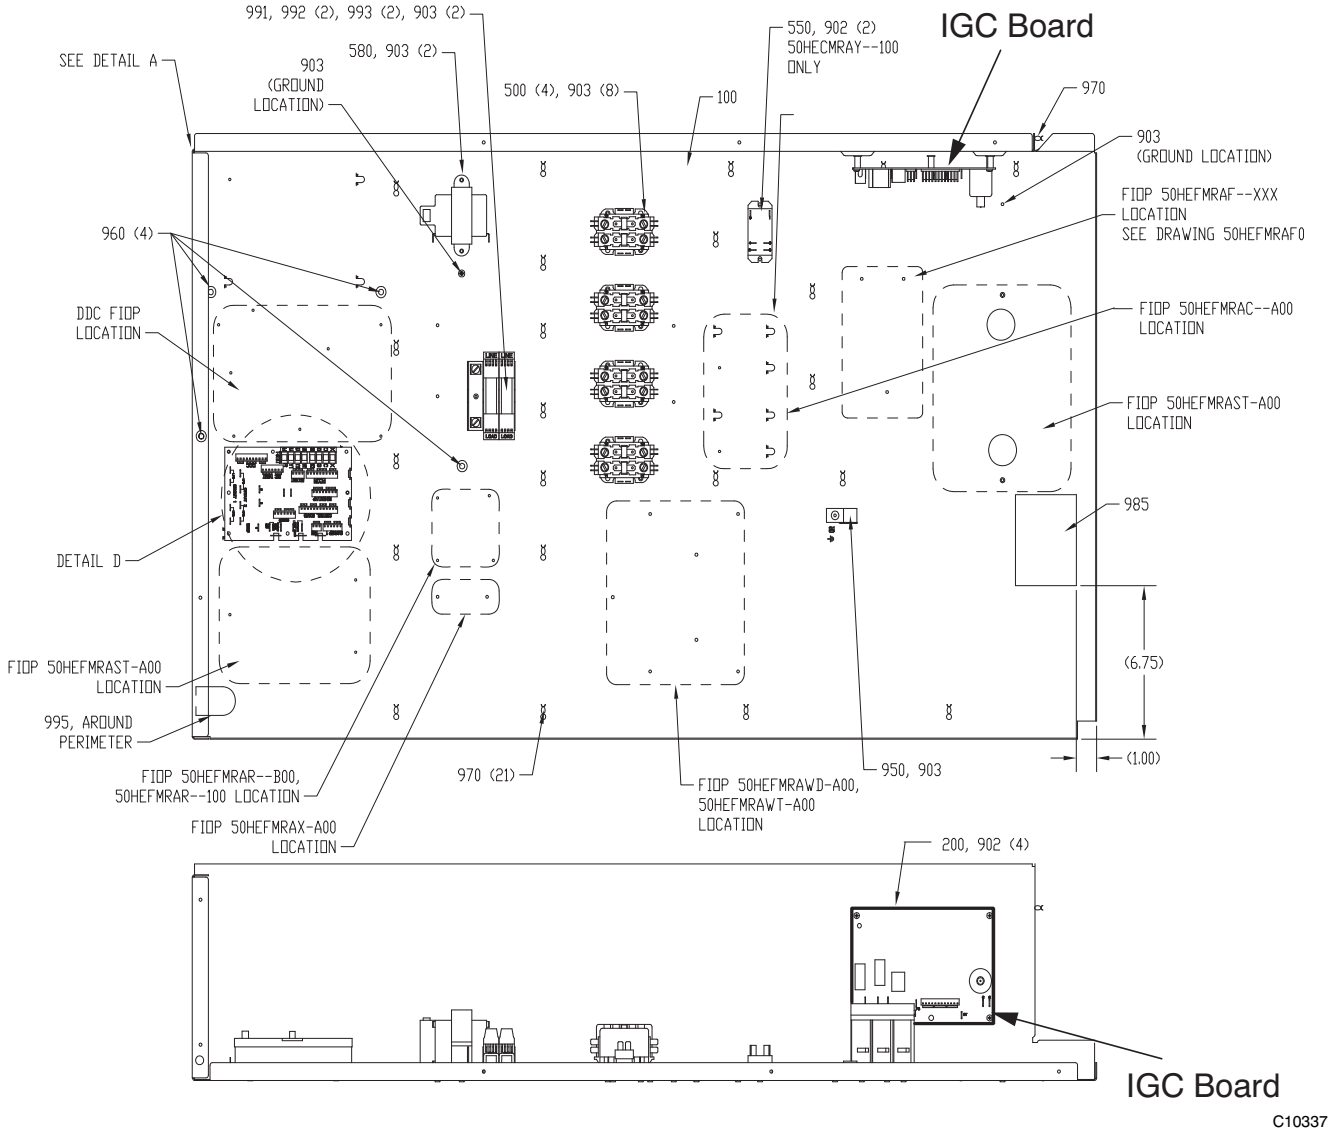

Fig. 55 – Unit Control Box/IGC Location
6. Remove the igniter wires and sensor wires at the Integrated Gas Unit Controller (IGC). See Fig. 55.
The unit is equipped with a direct spark ignition 100% lockout system. An Integrated Gas Unit Controller (IGC) is located in the control box. See Fig. 55. The IGC contains a self–diagnostic LED (light–emitting diode). A single LED (see Fig. 59) on the IGC provides a visual display of operational or sequential problems when the power supply is uninterrupted. When a break in power occurs, the IGC will be reset, resulting in a loss of fault history, and the indoor (evaporator) fan ON/OFF times will be reset. The LED error code can be observed through the viewport. During servicing, refer to the label on the control box cover or Table 12 for an explanation of LED error code descriptions.